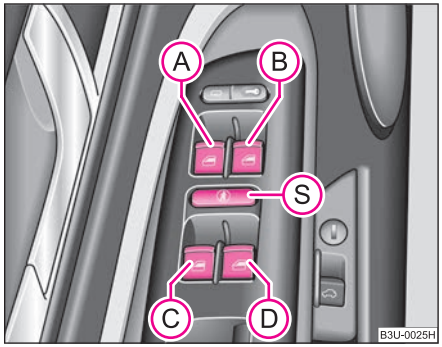

Fig. 30 Armrest on the driver's door: Control elements
The button for the individual windows is located in the armrest of the driver's door ⇒ page 49, fig. 30, front passenger door and in the rear doors* ⇒ page 51.
You can deactivate the buttons for power windows at rear doors by pressing the safety pushbutton Ⓢ ⇒ page 49, fig. 30. The buttons for power windows at rear doors are activated again by pressing the safety pushbutton Ⓢ again.
- **It is recommended to deactivate the electrically operated power windows in the rear doors (safety pushbutton) Ⓢ ⇒ page 49, fig. 30 when children are being transported on the rear seats.**